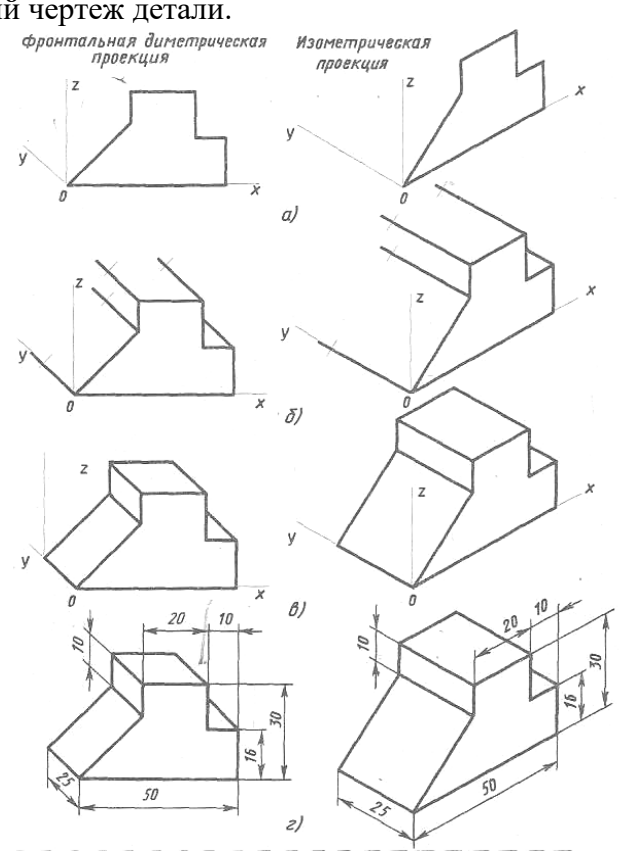

Рис. 4.5. Построение аксонометрических проекций.
Порядок построения проекций следующий (рис.4.5).
1. Проводят оси. Строят переднюю грань детали, откладывая действительные величины высоты — вдоль оси *z*, ширины — вдоль оси x (рис. 4.5, *а)*.
2. Из вершин полученной фигуры параллельно оси *y* проводят ребра, уходящие вдаль. Вдоль них откладывают толщину детали: для фронтальной диметрической проекции — сокращенную в 2 раза; для изометрии — действительную (рис. 4.5, *б)*.
3. Через полученные точки проводят прямые, параллельные ребрам передней грани (рис. 4.5. *в)*.
4. Удаляют лишние линии, обводят видимый контур и наносят размеры (рис. 4.5, *г)*.
Сравните левую и правую колонки на рис. 4.5. Что общего и в чем различие данных на них построений?